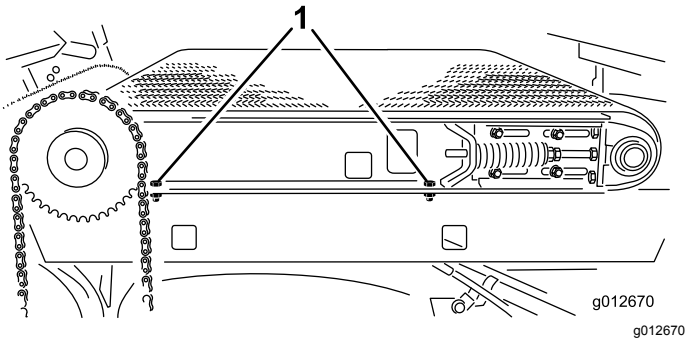

Figur 31
2. På højre side af maskinen skal du stramme de 2 maskinskruer, der fastgør gliderens stelvange på den højre skærm (Figur 31).